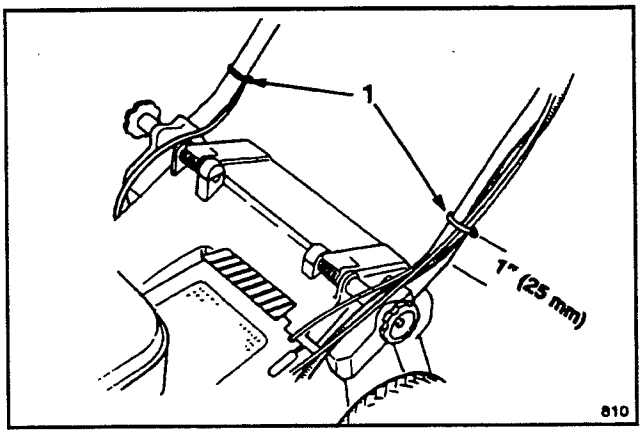

Figura 3
6. Usate i fermagli del cavo per assicurare i cavi alle estremità inferiori delle stegole (Fig. 3). I fermagli del cavo vanno posizionati a 25 mm dalla piegatura delle stegole. Vedere la Figura 3 per la posizione corretta.